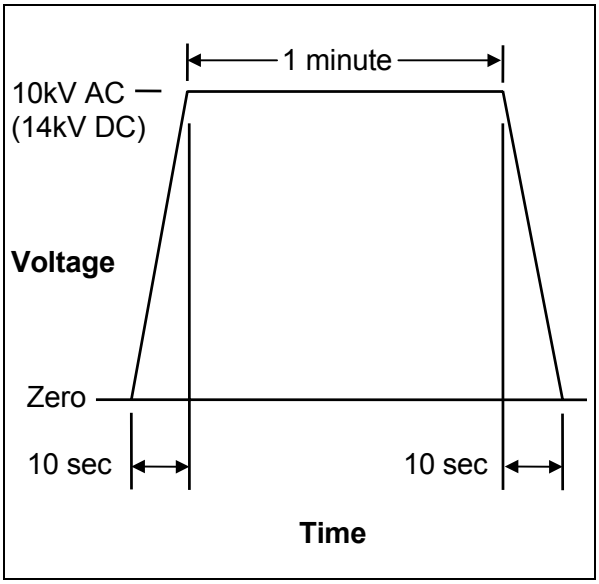

**Figure 12 - Application of Test Voltage for Vacuum Check**
3. Increase the voltage from zero to 10kV AC at a rate of approximately 1kV per second. Hold the voltage at this value for 1 minute and observe the current drawn by the interrupter. See Figure 12.